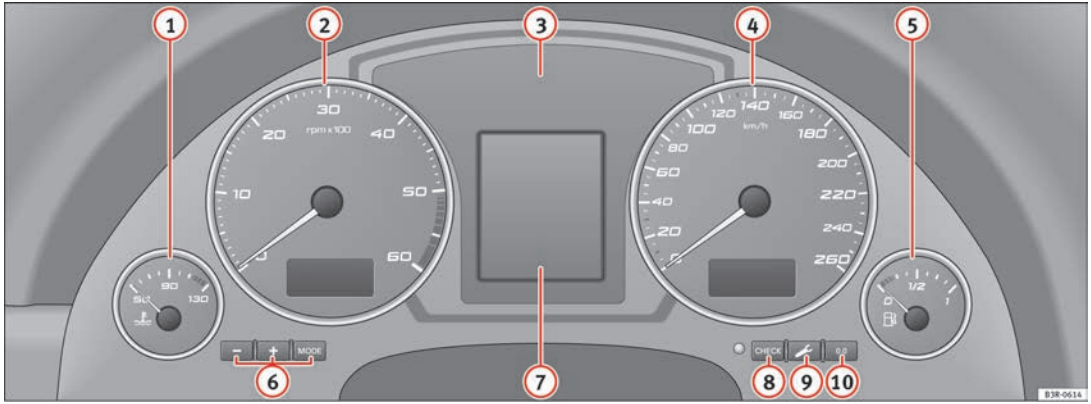

Abb. 37 Übersicht Kombiinstrument
Bei ausgeschalteter Zündung kann durch Drücken der CHECK-Taste ⇒ Abb. 37 (8) die Digitaluhr mit Datumsanzeige und der Kilometerzähler für einige Sekunden eingeschaltet werden. ■